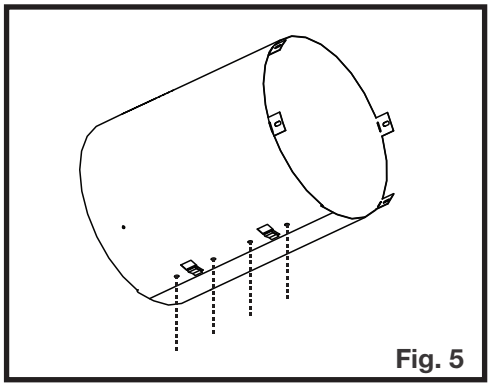

Fig. 5
5. Assurez-vous que les deux extrémités s'alignent et fixez les extrémités avec des agrafes et des attaches (Figure 5).